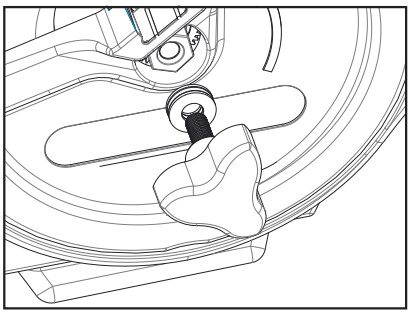

Figure 22
2. Retirez le bouton d'embrayage en le faisant pivoter dans le sens de horaire.(Figure 22)